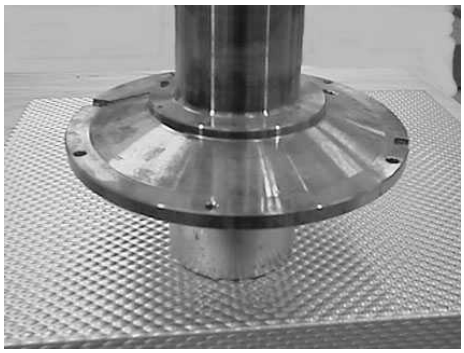

Fig. 27
6.06 Allow the Bush Holder (09.09) to cool to approximately 100°C (212oF). Replace the Bush Holder (09.09) in oven with the flange downwards. To ensure that the front Bush does not fall out, it should be held in place by resting on a metal block as shown. - **Fig. 27**
Note: Bush Holder must still rest on the metal block as shown in **Fig. 27**